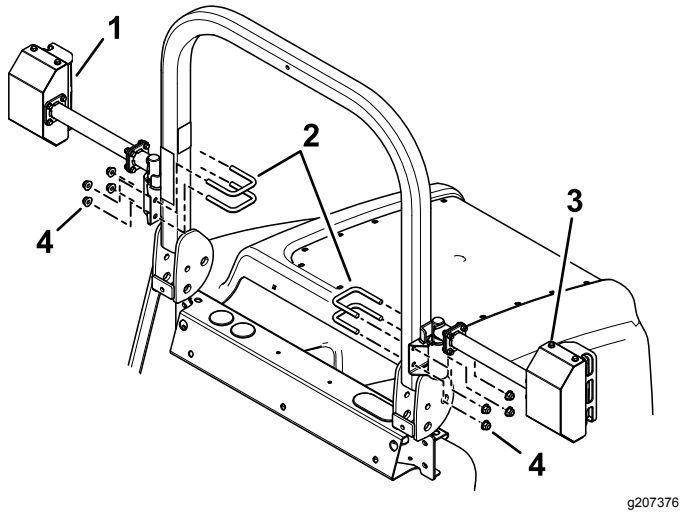

Rysunek 7
1. Zamontuj lewe i prawe tylne światło za pomocą 4 śrub U i 4 nakrętek kołnierzowych (3/8 cala) (Rysunek 7). Uważaj, aby nie zakryć etykiety.